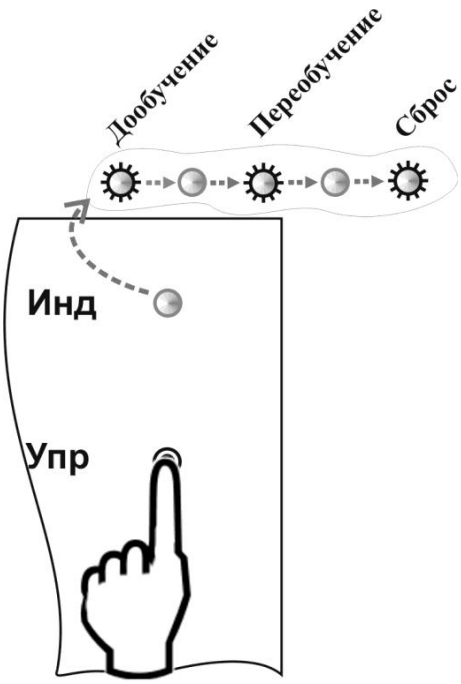

Рис. 11.2
11.4.1 Выбрать режим обучения, руководствуясь пояснениями п. 6.4.5. Оператору у БПУ включить выбранный режим обучения, руководствуясь п. 6.4.6 и рис. 11.2. Для этого нажать и удерживать соответствующую кнопку «Упр…» до 1-го (ДООБУЧЕНИЕ) или 2-го (ПЕРЕОБУЧЕНИЕ) включения индикатора и отпустить кнопку. Если не отпускать кнопку после 3-го включения индикатора, он так и останется включенным, а извещатель - в режиме ожидания сброса (начальной установки), который произойдет сразу при отпускании кнопки.